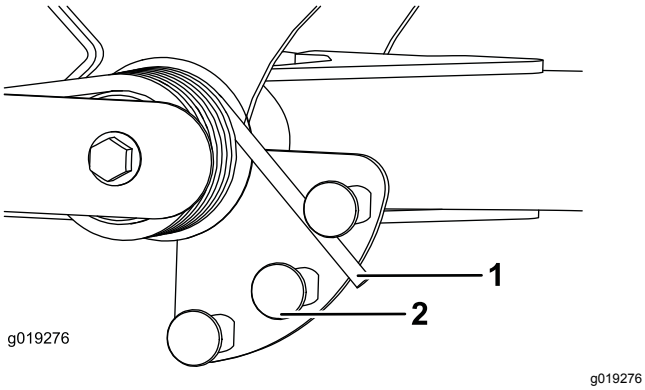

Figur 54
2. Sæt et rør eller en lignende genstand på den lange fjederende, og drej den omkring fjederaktuatoren til den ønskede position (Figur 54).